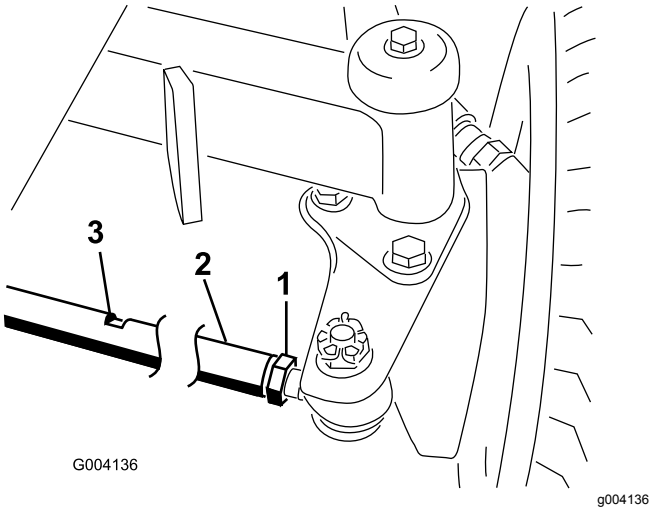

Figur 58
2. Løsn kontramøtrikken for hver ende af forbindelsesstangen (Figur 58).